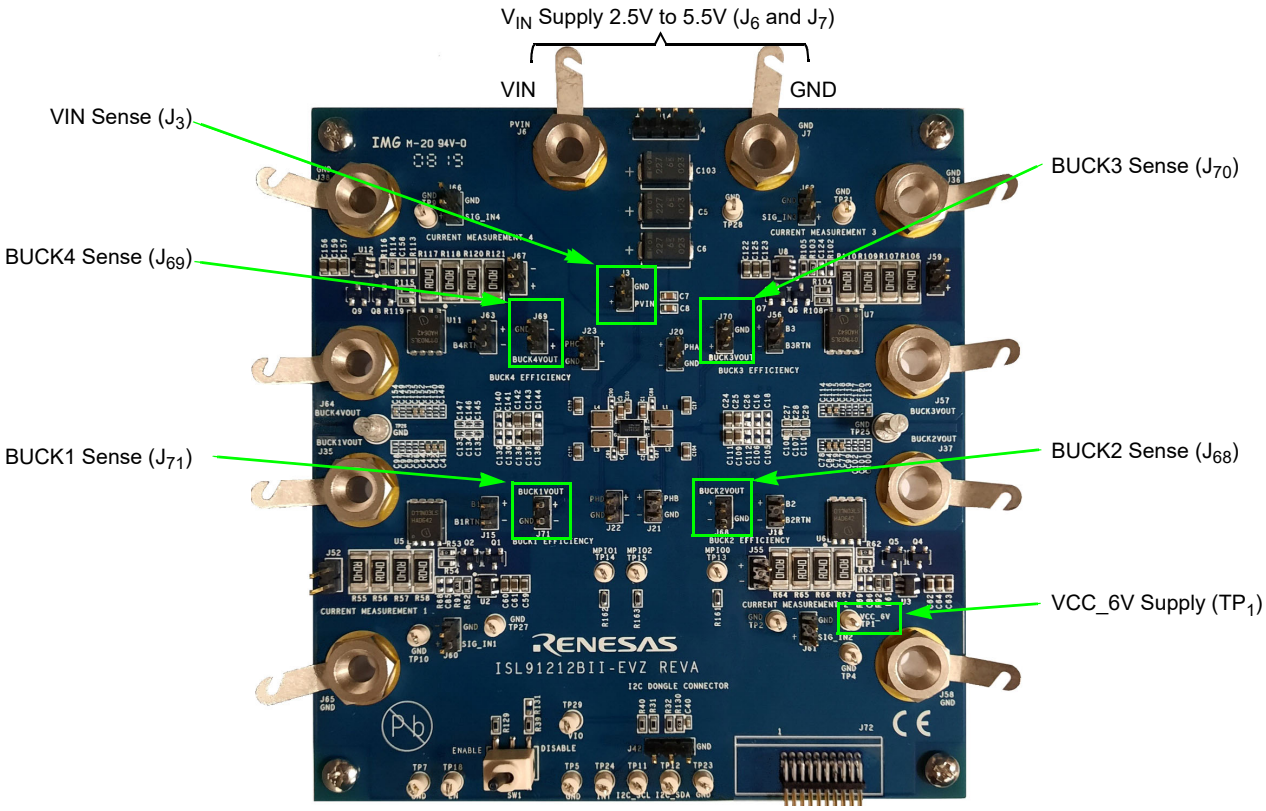

Figure 13. ISL91212BEVAL1Z Efficiency Measurement Connections
c. Calculate efficiency based on these measurements. For detailed setup information, see Figure 13.